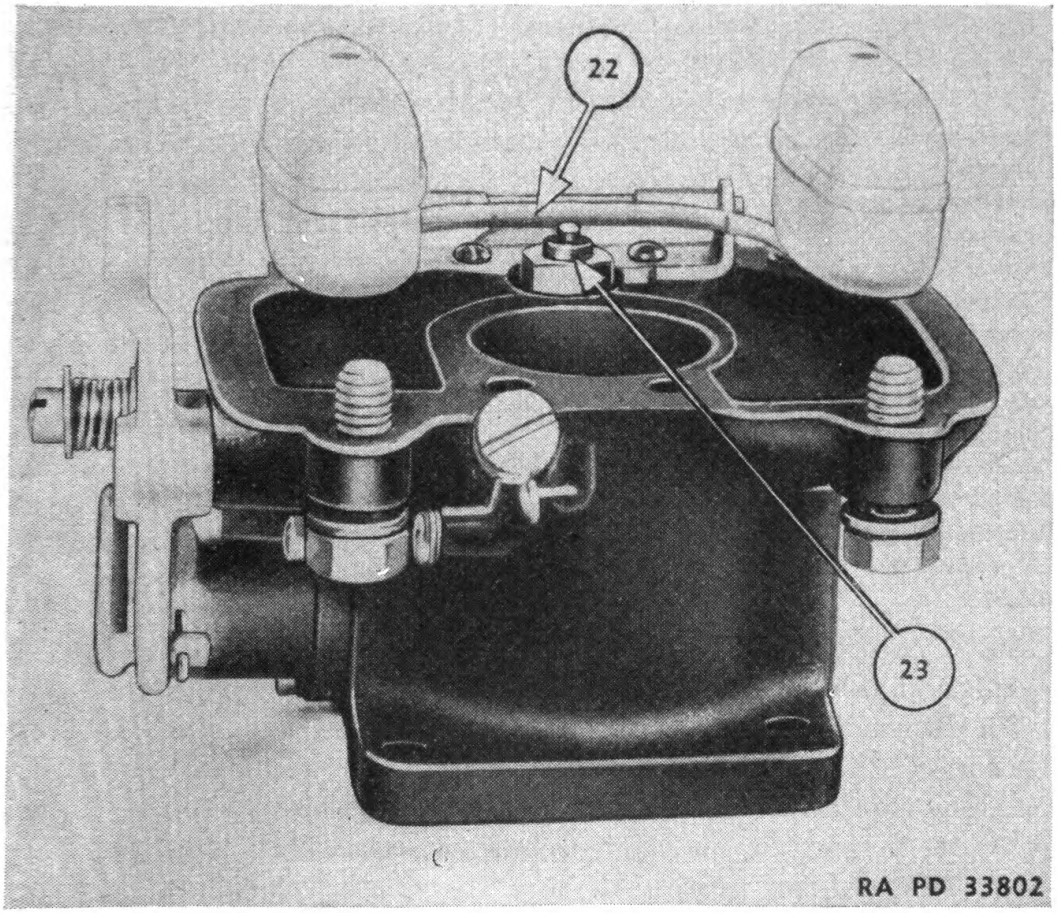
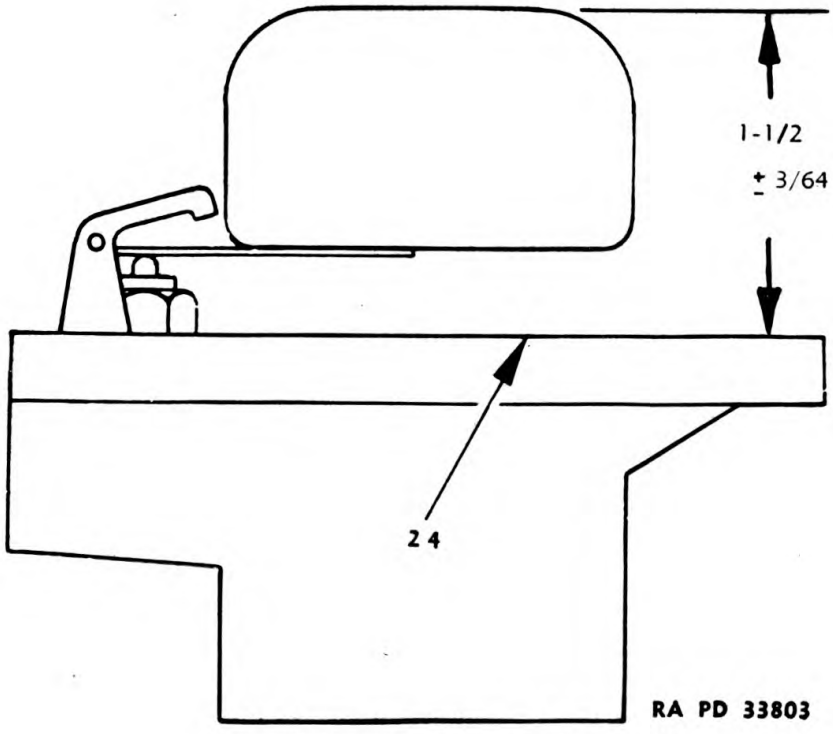

FIGURE 87.—Float assembly.
FIGURE 88.—Air intake and float.
83. Float assembly.—If fuel valve (23) (fig. 87) leaks as evidenced by fuel leaking out of the intake manifold breather on the starting engine, inspect the seat of valve assembly after removing pin (22) and float assembly. Clean any foreign material from the seat or, if worn, replace the valve assembly. If a measurement of 1½ inches plus or minus $\frac{3}{64}$ inch does not exist between the face (24) of the air intake assembly (fig. 88) (without gasket) and the float as shown, replace the float assembly.